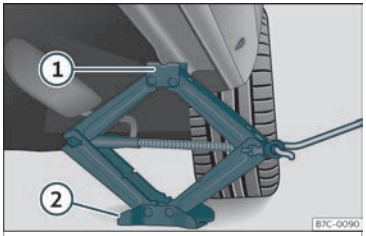

Fig. 35 Traveseiro:colocación do gato do vehículo.
- Xire a manivela do gato*, situado debaixo do punto de apoio do traveseiro, para elevalo ata que a pestana ① ››› **fig. 35** estea situada baixo o aloxamento previsto.
- Aliñe o gato* para que a pestana ① "agarre" no aloxamento previsto do traveseiro e a placa base móbil ② descanse no chan. A placa base ② debe caer verticalmente con respecto ao punto de soporte ①.